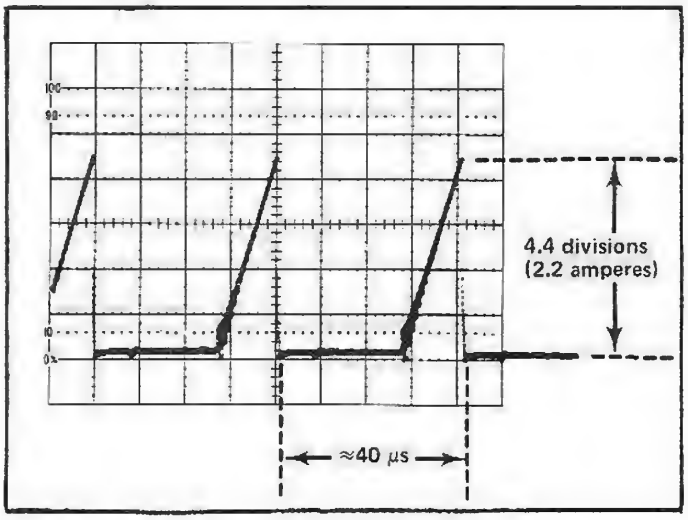

Fig. 5-2. Current waveform in collector circuit of Q1080.
f. CHECK–Test oscilloscope display of 4.4 divisions peak to peak (peak current measurement of 2.2 amperes). See Fig. 5-2. Repetition rate should be approximately 25 kilohertz (40 μs period).